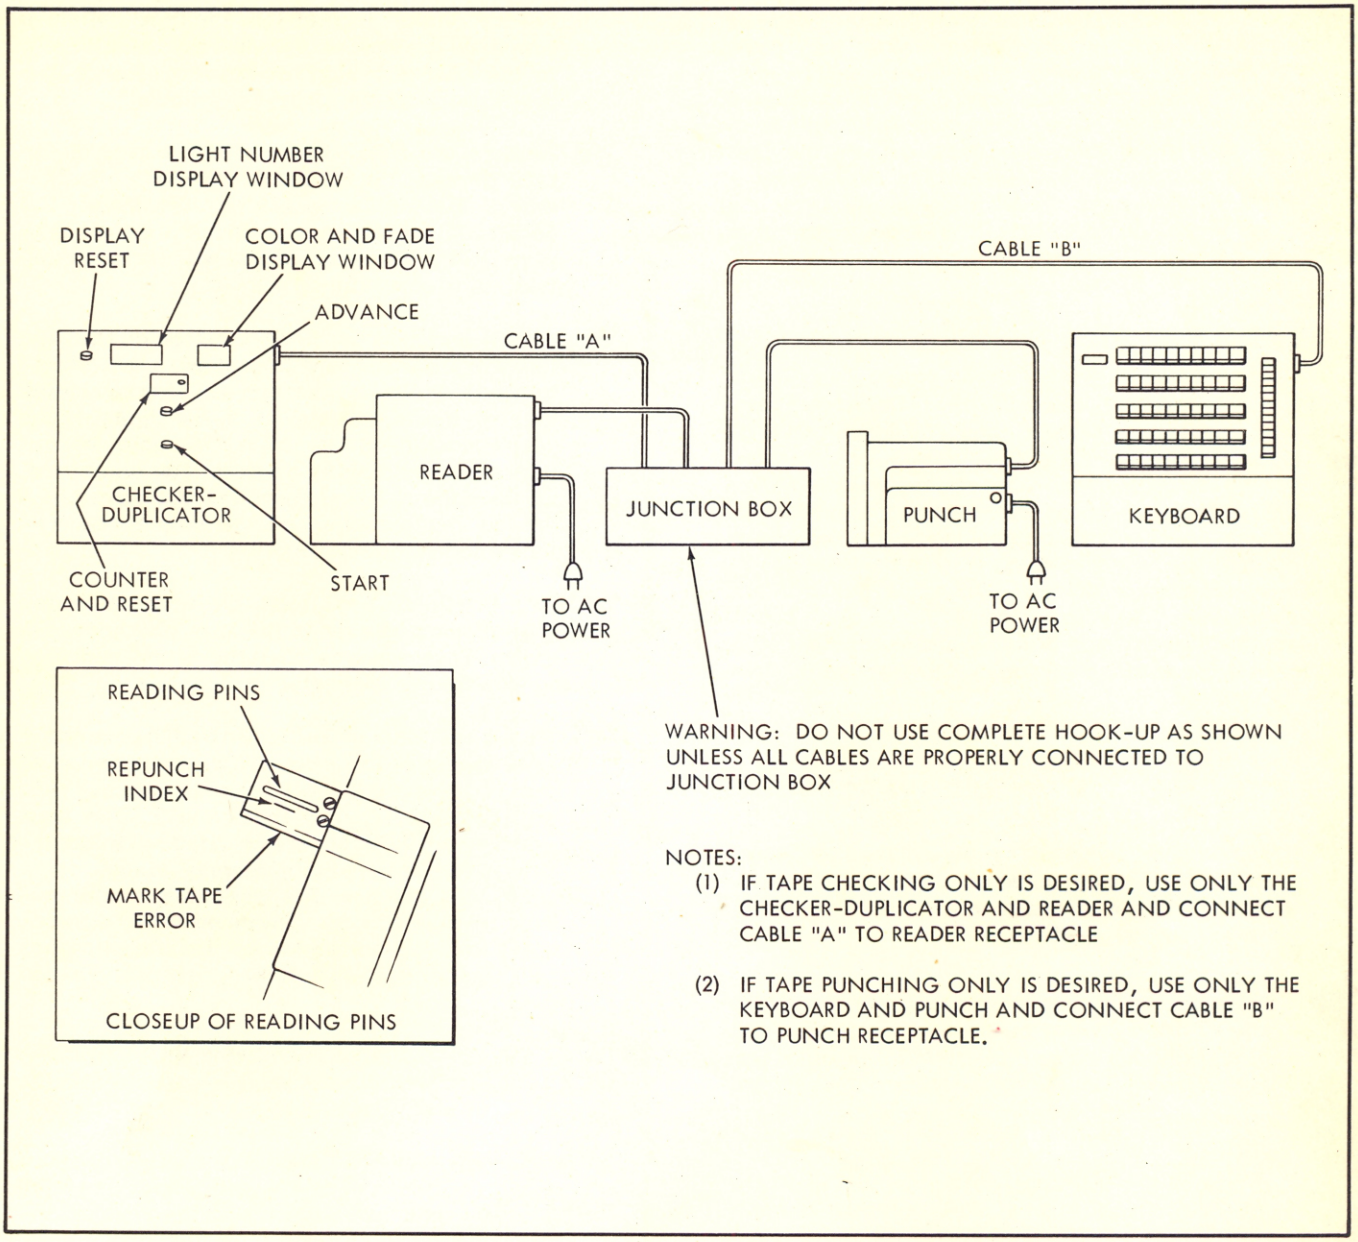

Figure 27. Complete Punching and Checker-Duplicator Hook-up
The Design 6173-D Tape Checker-Duplicator consists of a checker, a reader, and a junction box (figure 11), with three identical 21-pin connector cables. The checker and reader, when interconnected (figure 27), provide a means for checking a perforated tape for errors. The reader unit reads the code from the tape and the checker displays the decoded information in display windows. When the checker and reader are interconnected through the junction box to the Design 6170-D Tape Punch, the equipment also can be used for duplicating tapes or inserting or correcting material.
(1) Place units adjacent to one another as shown in figure 27, depending upon the type of operation to be performed (checking only or duplicating and correcting).
(2) Interconnect the units with the cables supplied and with the 21-pin connector cable of the tape punch set. All connections on the junction box are labeled to insure proper connection.
(3) Connect the AC line cord supplied with the checker to a 110 to 118 volt 50-60 cycle AC power source. Connect the tape punch line cord to an AC power source.
(1) Place the reader and tape punch "line" switches in the ON position.
(2) Insert the program tape to be checked into the reader. Make certain that the tape switch is properly positioned and that the "start" hole in the tape is behind the reading pins so that it will be read out as tape advances.
(3) Actuate the COUNTER RESET button on the tape checker to obtain an all-zero count. If any of the display lights are lit, actuate the DISPLAY RESET button to turn off all display lights. The start action will not occur unless all display lights are out.
(4) Press and hold the START button on the tape checker until the tape advances to the "start" hole. At this time, the tape will stop advancing and two zeros will appear in the light number display window, The start (#8) hole will not appear in the display window. The blank row, in which the #8 hole is punched, will have passed the reading pins and will stop at the "repunch index" mark (figure 27).